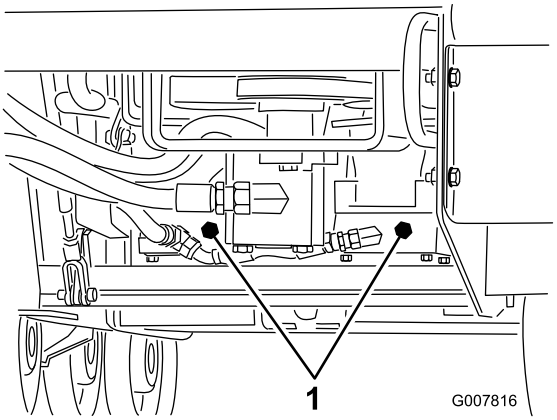

Figur 22
3. Använd en skruvnyckel och vrid bogserventilerna på hydraulpumparna två varv motsols (Figur 22).